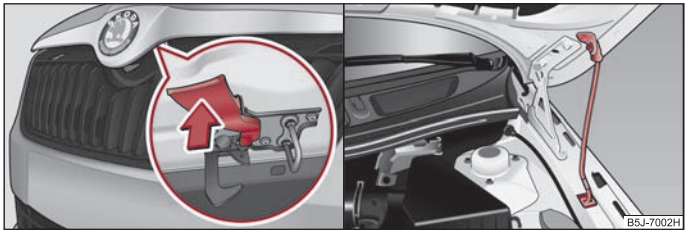

Fig. 13 Radiator grille: Locking lever / securing the bonnet with the bonnet support
– Pull on the locking lever ⇒ fig. 13, the bonnet is then unlocked.
– Take the bonnet support out of its holder and set it in the opening designed for it ⇒ fig. 13 on the right.